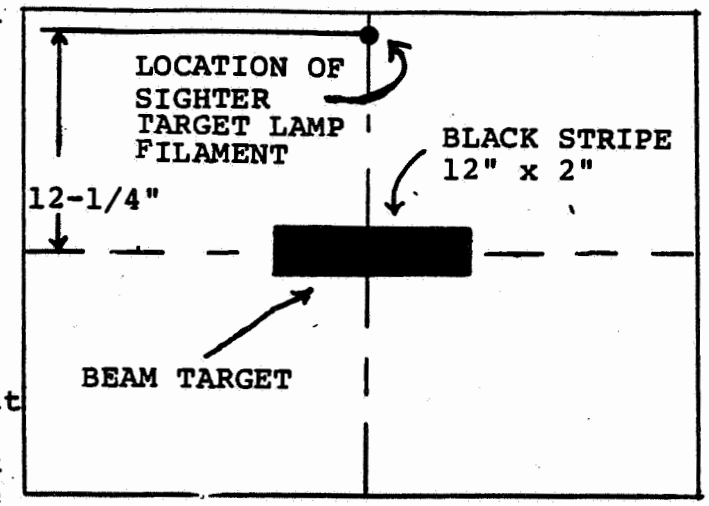

Figure 4-1.
Test Equipment required for adjusting crossing signal units is as follows: (See Figure 4-1).
c) On the flat white screen, locate a beam target at the same height as the signal axis as shown in Figure 4-1.
d) Place a small filament lamp at the location of the sighter target illustrated in Figure 4-1. This lamp may be in front of the screen or located behind a 1/2" diameter hole through the screen.